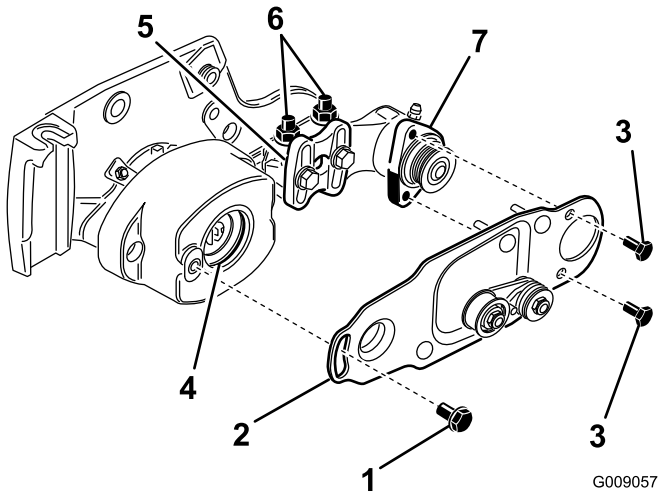

Figur 11
10. Påfør et belegg med fett på innsiden av gummitetningen i lagerhuset (Figur 11).
11. Løsne, men ikke fjern skruene som fester valsebørstelagerhuset til valsebørstemonteringsbraketten (Figur 11).
12. Monter valsebørstehengselplaten (Figur 11).
13. Påfør 242 Loctite (blå) på de to boltene (5/16 x 5/8 tomme) og bruk dem til å montere børsteplaten til valsebørstelagerhuset (Figur 11).
- Løsne de to låsemutterne med flens som fester valsebørstemonteringsbraketten til klippeenhetens sideplate (Figur 11).
- Roter valsebørstelagerhuset helt til børsteplaten er parallell med klippeenhetens sideplate (Figur 11).
- Fest de to låsemutterne med flens som fester valsebørstemonteringsbraketten til klippeenhetens sideplate (Figur 11).
18. Påfør 242 Loctite (blå) til skulderbolten (Figur 11). Fest børsteplaten til valsebørstehuset med skulderbolten (Figur 11).